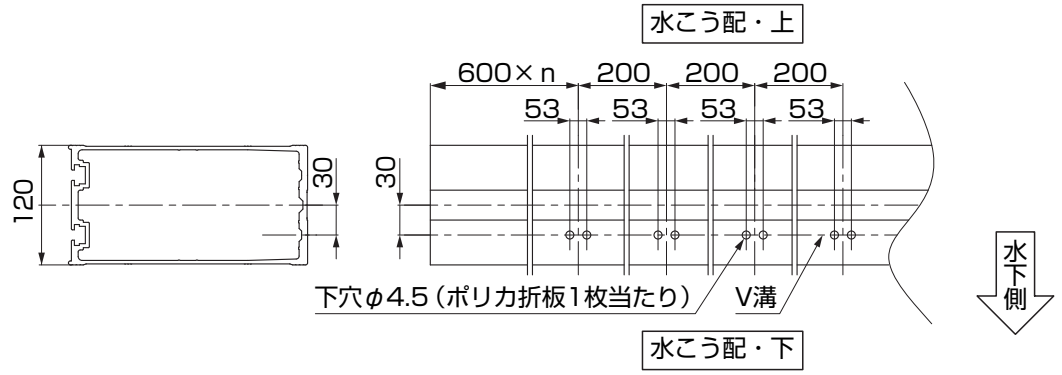
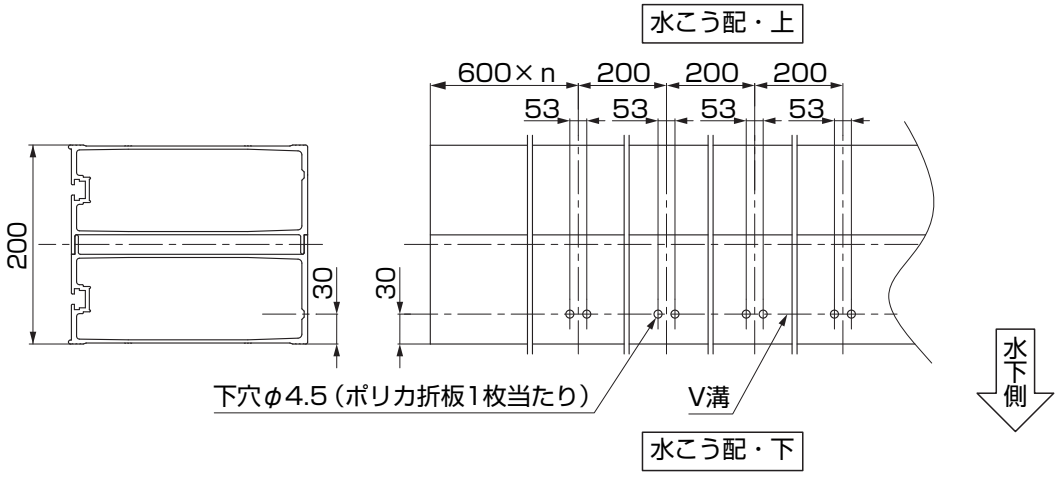

図3-1　梁135、200、240の加工
図3-2　梁240Wの加工
①ポリカ折板を取付ける範囲の梁上面で、図3-1、図3-2の位置に、金具取付用のφ4.5穴加工をしてください。